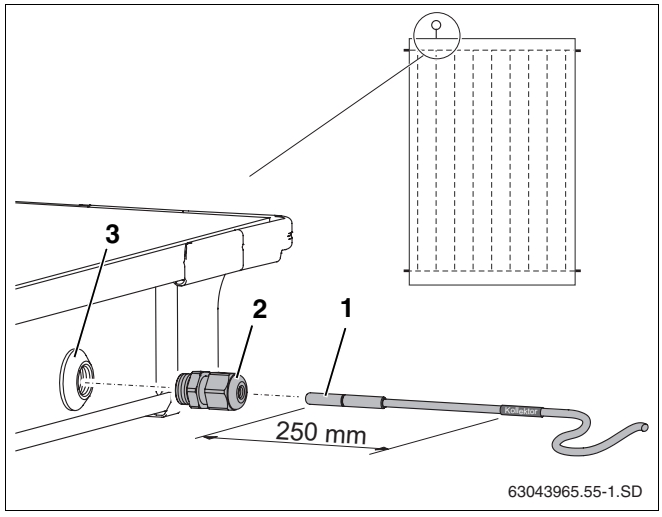

Abb. 54 Kollektorfühler in den Kollektor schieben
Für die einwandfreie Funktionstüchtigkeit der Solaranlage ist es notwendig, dass der Kollektorfühler (Abb. 54, **Pos. 1**) bis zum Anschlag (entspricht ca. 250 mm) in das Fühlerleitrohr eingeschoben wird.
- Mit dem Kollektorfühler oder Schraubendreher die Dichtungsschicht der Fühlerdurchführung (Abb. 54, **Pos. 3**) durchstoßen.
- Klemmverschraubung (Abb. 54, **Pos. 2**) in Fühlerdurchführung eindrehen.
- Klemmverschraubung (Abb. 54, **Pos. 2**) festziehen, ggf. gegenhalten.
Haben Sie die Fühlerdurchführung (Abb. 54, **Pos. 3**) eines falschen Kollektors durchstoßen, ist diese mit dem Stopfen aus dem Anschluss-Satz abzudichten. Zuvor müssen Sie jedoch mit Hilfe der Kabelverschraubung (Abb. 54, **Pos. 2**) die in der Fühlerdurchführung befindliche Mutter entfernen.